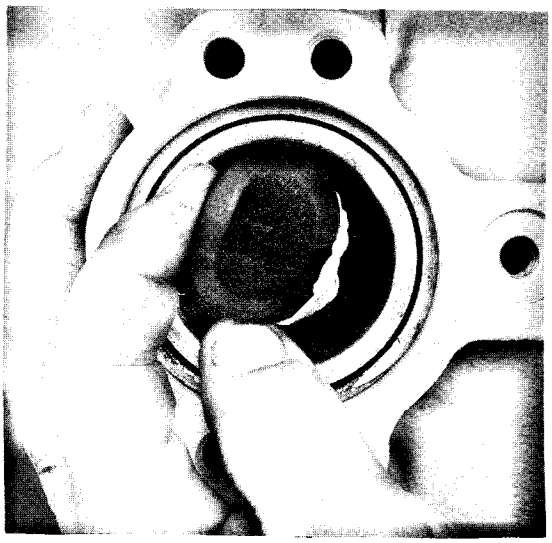

Figure 22
15. A ce moment, une poussée légère sur la bride du fond de l'Hydratube guidera le nez de l'Hydratube vers le centre et il sortira du trou supérieur dans le logement (figure 22).